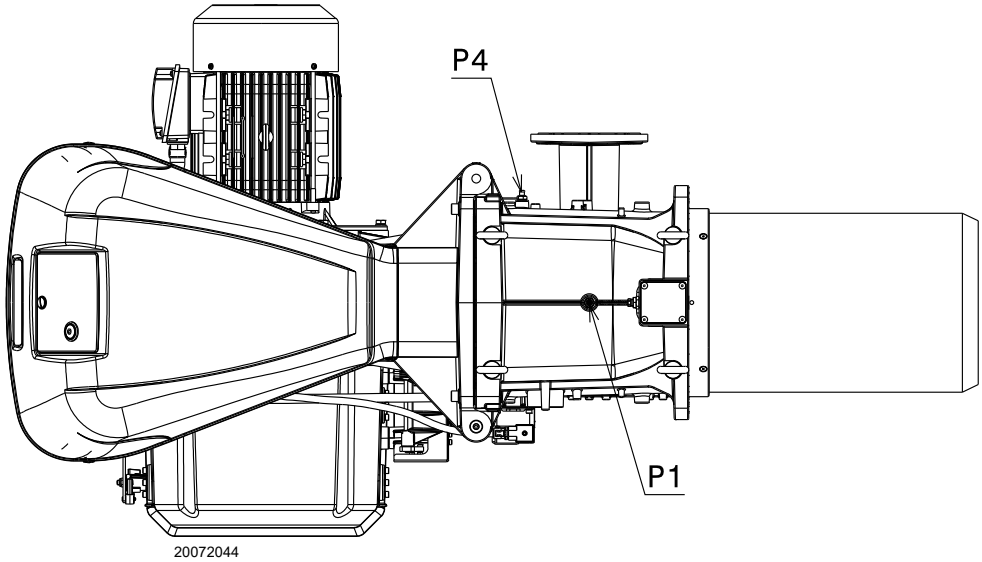

Abb. 26
Gasdruck, am Anschluss P1)(Abb. 26) gemessen mit:
– vom Gasdruck am Anschluss P1)(Abb. 26) den Druck in der Brennkammer abziehen.
Gasdruck am Anschluss P1)(Abb. 26) = 46,7 mbar
Um stattdessen den am Anschluss P1)(Abb. 26) notwendigen Gasdruck zu ermitteln, nachdem die Höchstleistung festgelegt wurde, bei der der Brenner arbeiten soll:
– Rechts, in Spalte 1, den Druck am Anschluss P1)(Abb. 26) ablesen.
Am Anschluss P1)(Abb. 26) erforderlicher Druck.